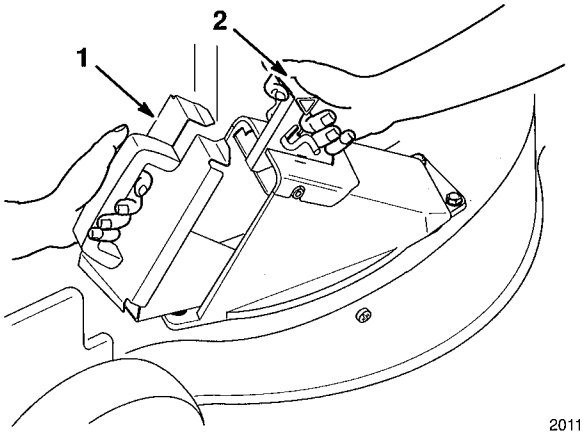

Figure 19
1. Make sure engine is turned off. Open discharge door by moving handle rearward (Fig. 19). Hold the discharge door fully open while inserting the plug.